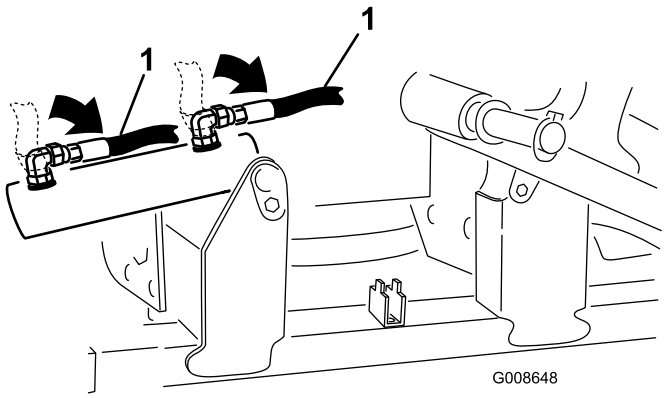

Figure 5
7. Reposition the fittings on the #4 and #5 cutting deck lift cylinders so the hoses are routed toward the middle of the machine (Figure 5). Cable tie the hoses together to prevent any interference (2 ties each).